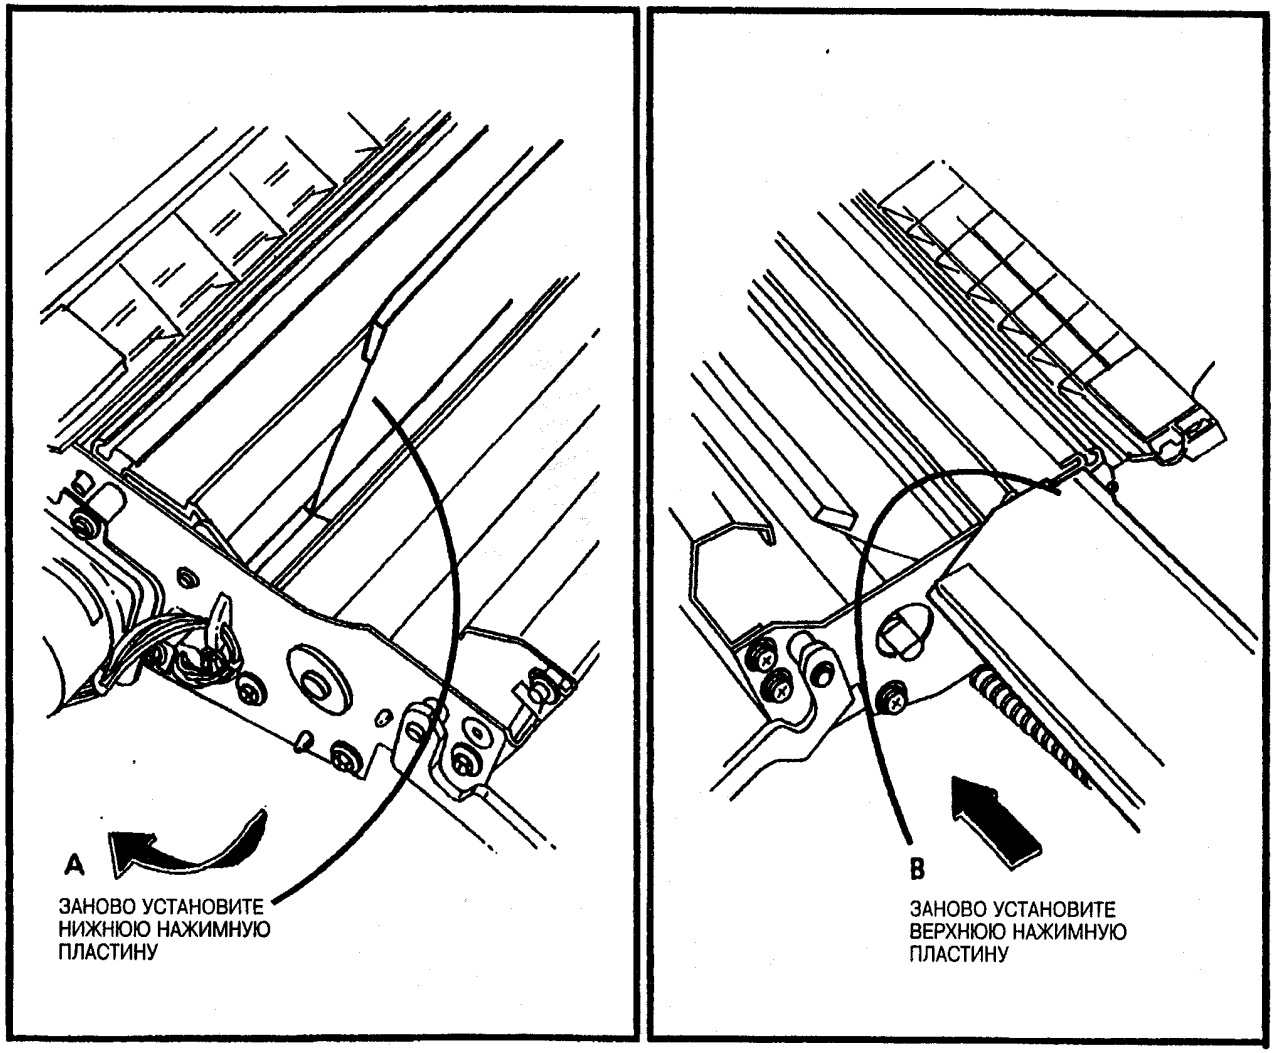

Рис. 6. Заново установите нажимные пластины
3. (Рис. 6): Заново установите нажимные пластины.